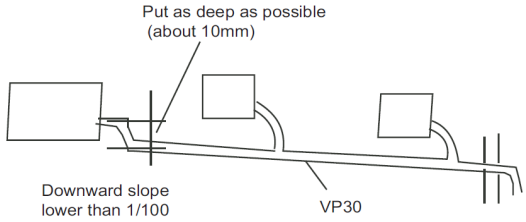

Fig. 15 —Using a Main Drain to Serve Multiple Indoor Units with Internal Condensate Pumps
- Condensate piping should slope downward in the direction of condensate flow with a minimum gradient of 1 inch per 100 inches. See Fig. 15.
NOTE: CN18 can be disconnected to stop the pump. The condensate switch is switch CN5, which can be used for gravity drain protection. See Fig. 15.